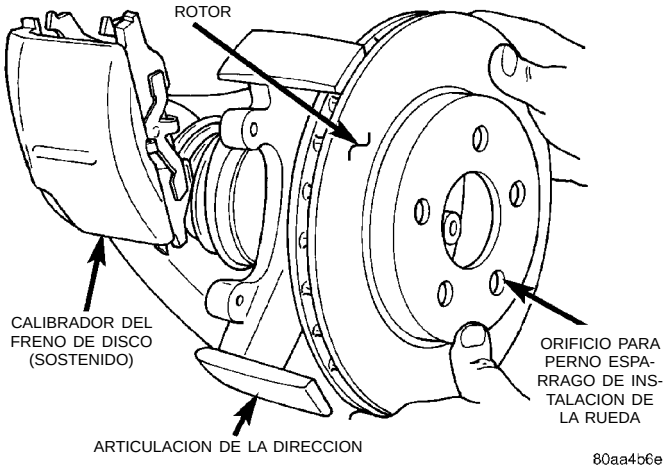

Fig. 55 Desmontaje/instalación del rotor
(6) Retire el rotor de la maza delantera (Fig. 55).
(2) Apriete la tuerca de orejetas de la rueda, tirando del perno espárrago para alojarlo en la brida del conjunto de maza y cojinete. Cuando la cabeza del perno espárrago asiente completamente contra la brida del cojinete, retire la tuerca de orejetas y las arandelas del espárrago de rueda.
(3) Instale el rotor en la maza delantera (Fig. 55).
(4) Instale el calibrador de freno de disco en la articulación de la dirección. El calibrador se instala deslizando primeramente la parte superior del calibrador por debajo del tope superior de la articulación de la dirección. Instale luego la parte inferior del